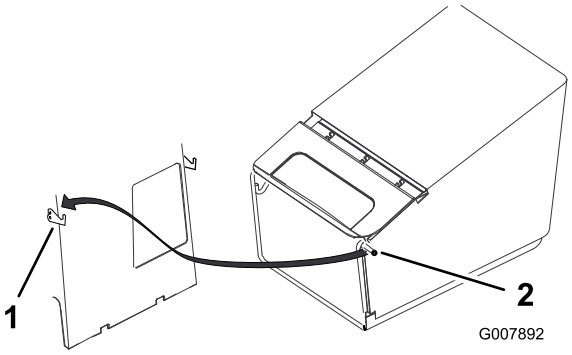

Figur 20
4. Sæt græsposerammens tapper på krogene som vist i Figur 20.